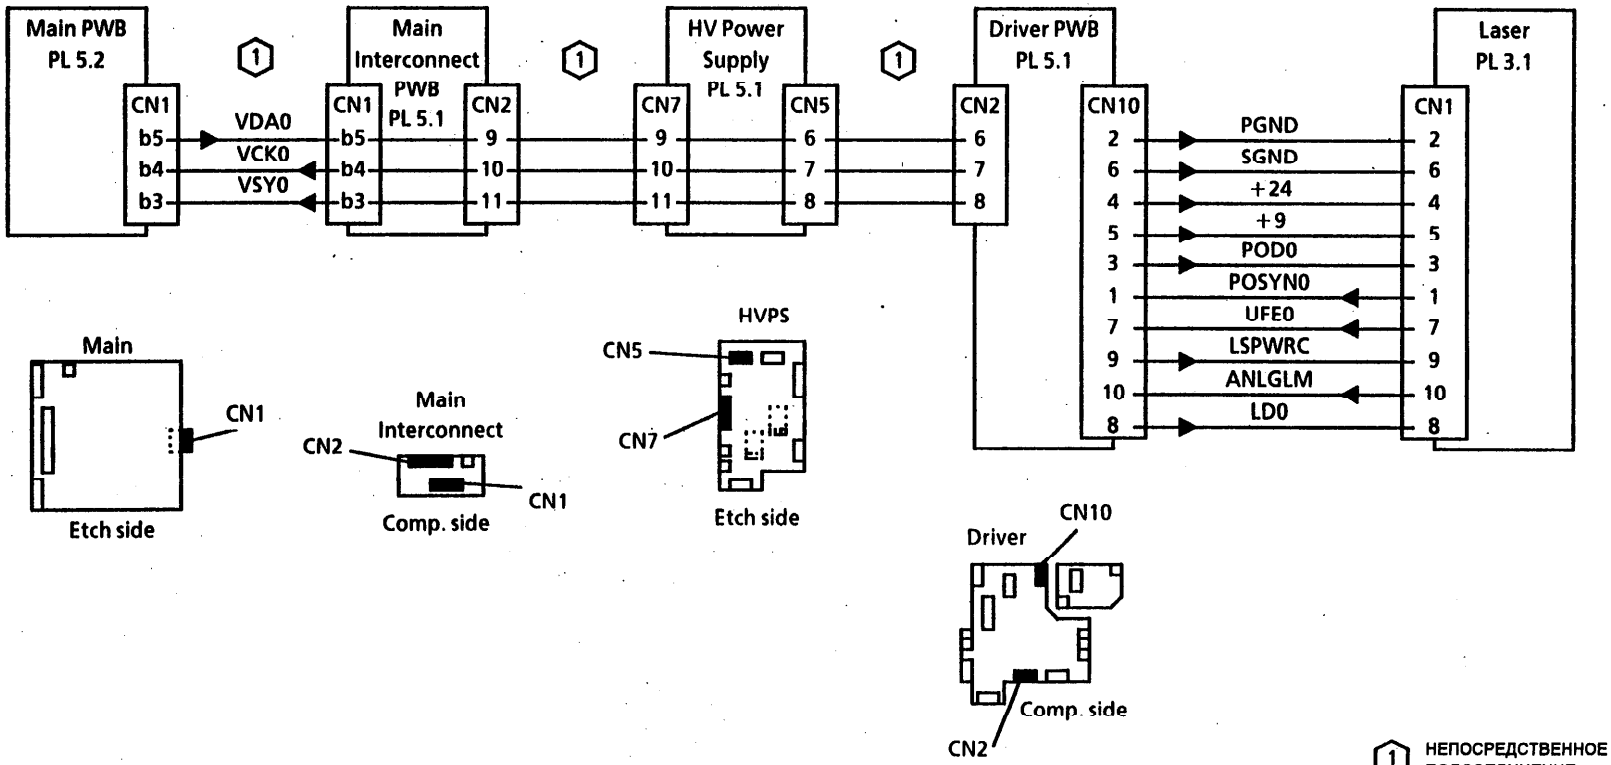

Рис. 1. Видеосистема принтера
8. Проверьте сигнал контроля (монитора) лазера (Рис. 1). Измерьте напряжение между контактом 10 разъема CN10 на драйверной печатной плате и землей.